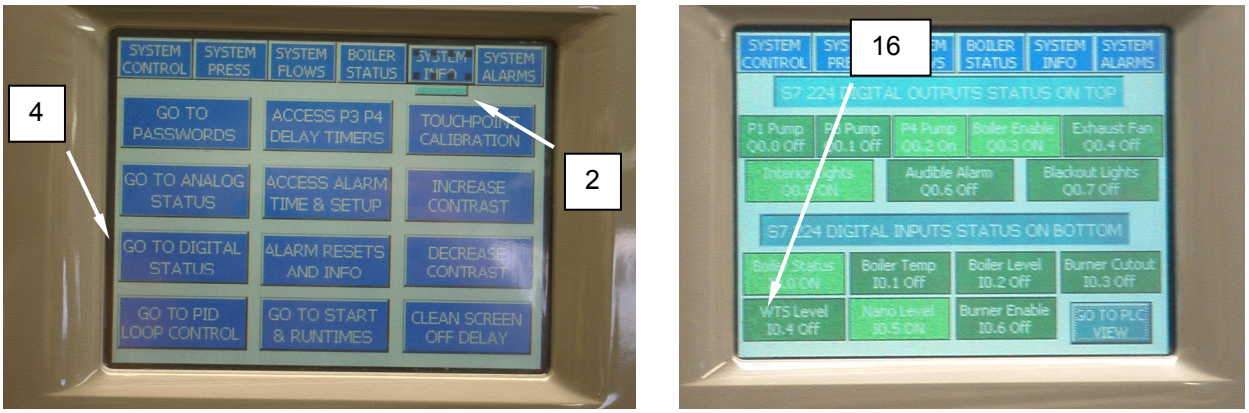

Figure 13. Test PLC Controller.
4. Access the DIGITAL INPUT/OUTPUT STATUS screen by first touching the SYSTEM INFO tab **(Figure 13, Item 2)**, and then the GO TO DIGITAL STATUS button **(Figure 13, Item 4)**.
5. On the PLC display, bring up the PLC view by touching the GO TO PLC VIEW button **(Figure 13, Item 16)** on the DIGITAL INPUT/OUTPUT STATUS screen.